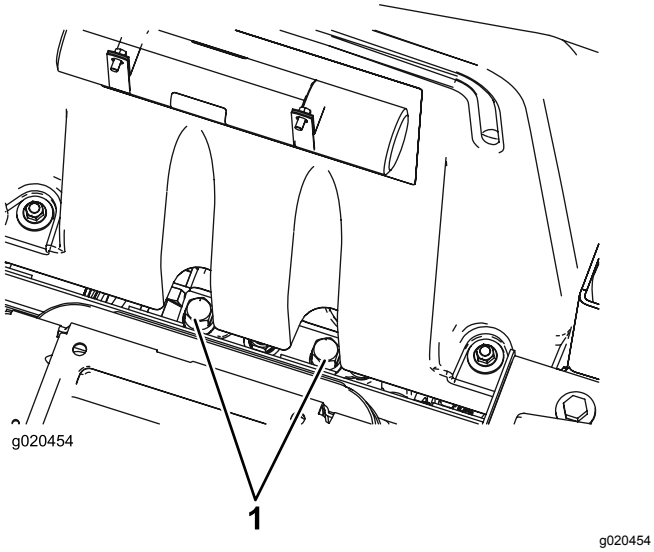

Figur 55
1. Höj sätet och lokalisera förbikopplingsventilerna som är placerade under bränsletankens framsida (Figur 55).